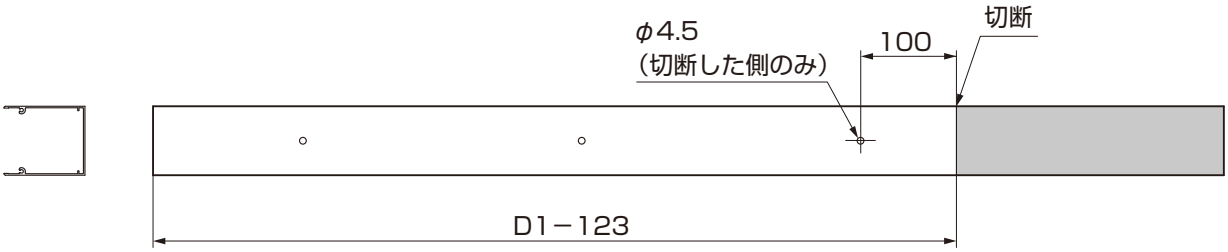

図6-2
②上枠をD1－123mmで切断してください。（図6-2参照）
③上枠の切断した側にφ4.5の穴加工をしてください。（図6-2参照）